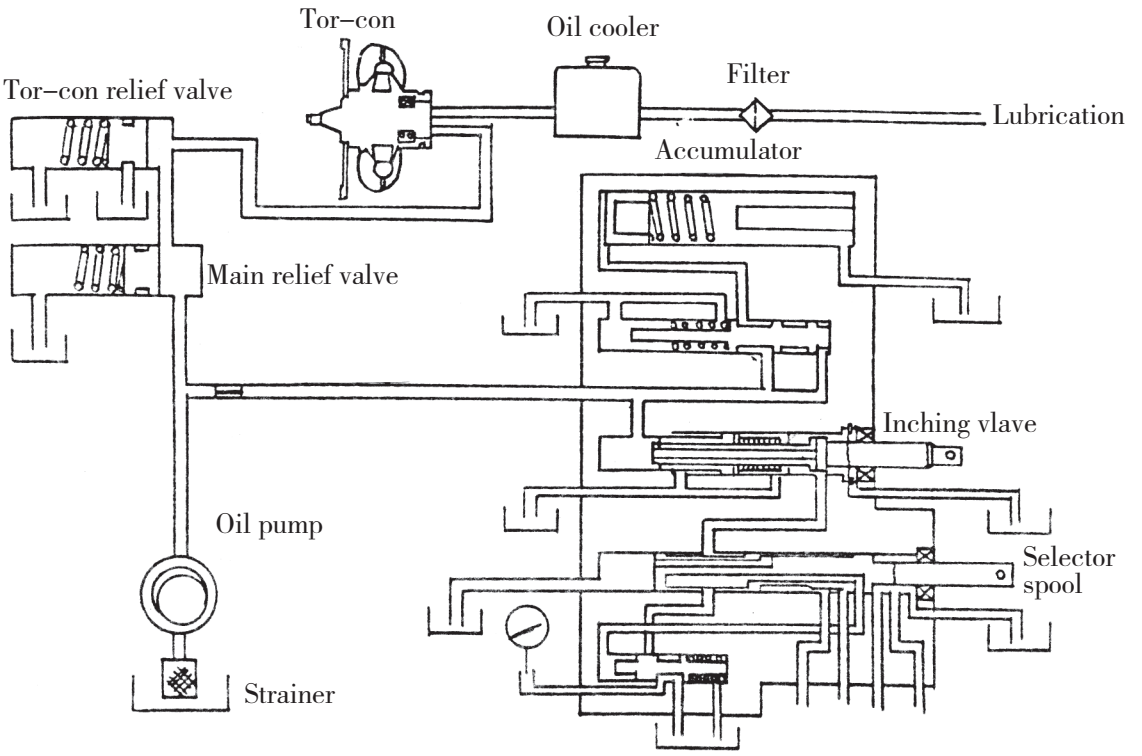

Fig.3.7 Tor–con hydraulic system
**3.6 Hydraulic circulation system(See Fig.3.7)**